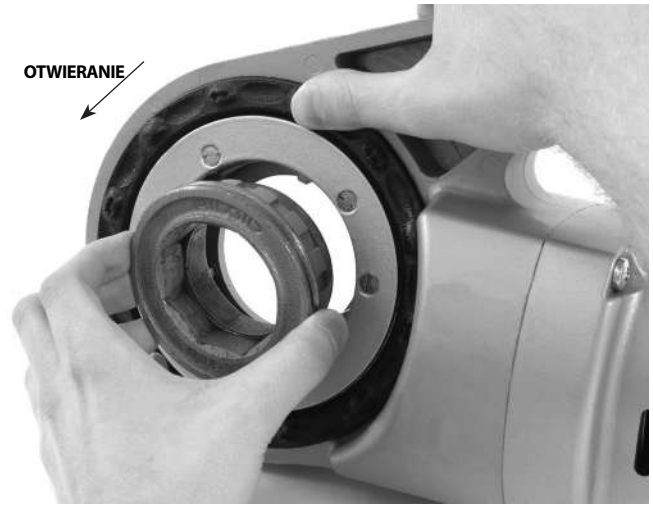

Rys. 8 – Montaż adaptera na modelu 690-I
b. W razie potrzeby założyć w modelu 690-I adapter *(Rys. 8)*.